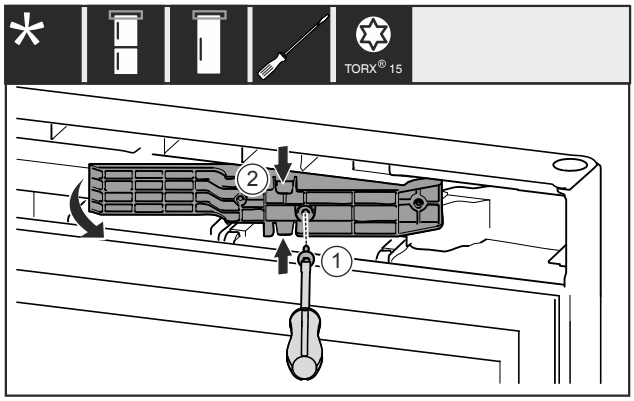

*Fig. 16 **
▶ Schraube *Fig. 16 (1)* entfernen.*
▶ Adapterstück *Fig. 16 (2)* oben und unten leicht zusammendrücken und herausziehen.*